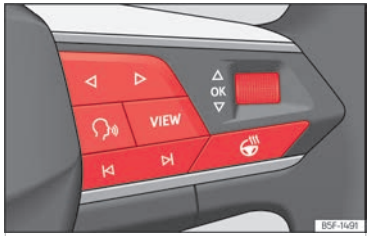

Fig. 10 Lado derecho del volante multifunción: teclas para utilizar los menús y las indicaciones informativas del cuadro de instrumentos (según versiones).
Mientras haya una advertencia con prioridad 1 ››› pág. 27, no se podrá acceder a ningún menú. Algunas advertencias se pueden confirmar y ocultar con la tecla OK del volante multifunción ››› fig. 10.
- Si se muestra un mensaje o el pictograma de un vehículo, pulse la tecla OK ››› fig. 10; si es necesario, varias veces.